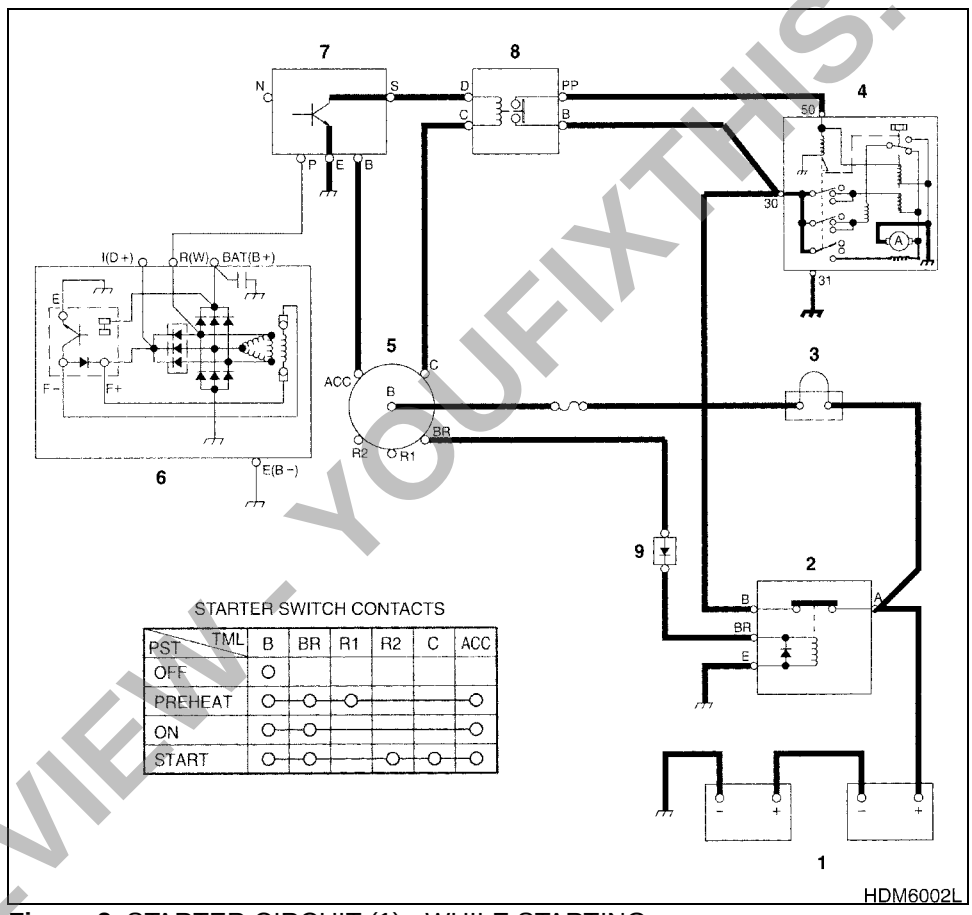

Figure 2 STARTER CIRCUIT (1) - WHILE STARTING
When the starter switch is turned to the start position, the 'S' and 'E' terminals of the starter controller are connected. At this time the contacts in the starter relay (8) are closed by the current flow from the battery (1, Figure 2) → fusible link (3) → 'B' terminal of the starter switch (5) → 'C' terminal of the starter switch (5) → 'C' terminal of the starter relay (8) → 'D' terminal of starter relay (8) → 'S' terminal of starter controller (7) → 'E' terminal of the starter controller → ground.
The current flows from the battery (1) → 'A' terminal of the battery relay (2) → 'B' terminal of the battery relay (2, Figure 2) → '30' terminal of the starter (4). The starter motor is rotated and the engine is started.